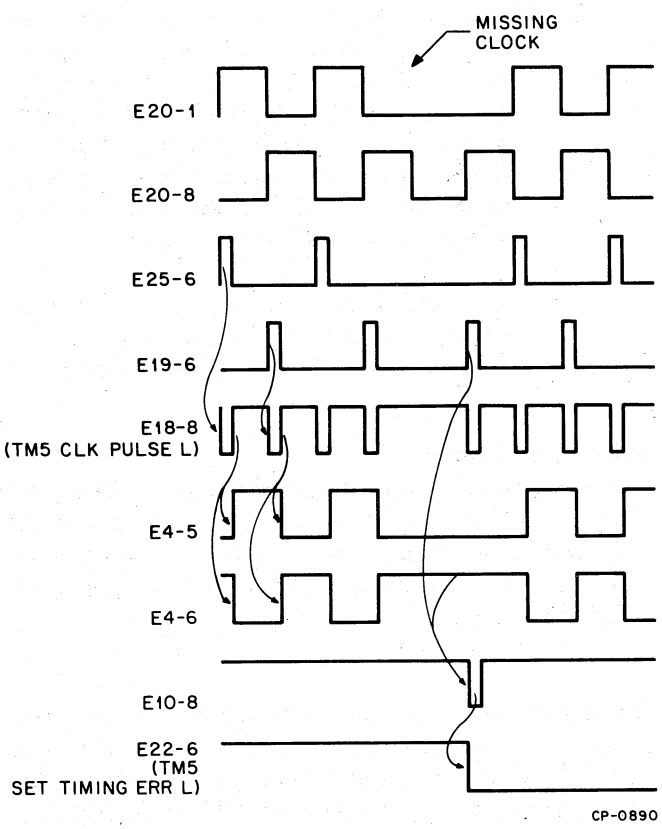

Figure 3-28 Clock Pulse Error Timing Example
TM5 CLK PULSE L Error (Figure 3-28) – During normal clock generation, positive edges from zero crossover detectors E20–1 and E20–8 fire corresponding 40-ns one-shots. The positive edge of TM5 CLK PULSE L clocks CLOCK PULSE FAULT flip-flop E4 at the TM5 CLK PULSE L rate. If, for example, one of the zero crossover outputs is missing, the CLOCK PULSE FAULT flip-flop is not complemented, hence, the respective 40-ns pulse enables the Timing Error gate to produce the signal TM5 SET TIMING ERR L. This signal sets DTE whenever CD2 GO (1) H is asserted. The next Index following the missed clock will reset the timing error latch and if CD2 GO (1) H was not asserted during that disk revolution, DTE is not produced.